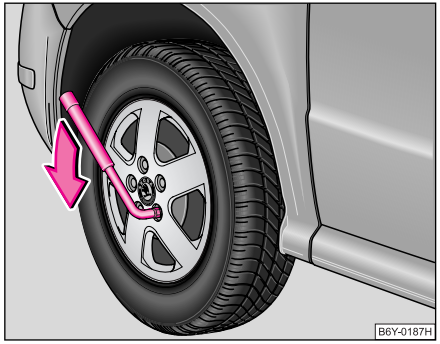

Fig. 156 Înlocuirea roţii: Slăbirea prezoanelor de roată
– Prindeţi cu mâna capătul cheii şi rotiţi şurubul cca. **o** rotire spre stânga ⇒ fig. 156.